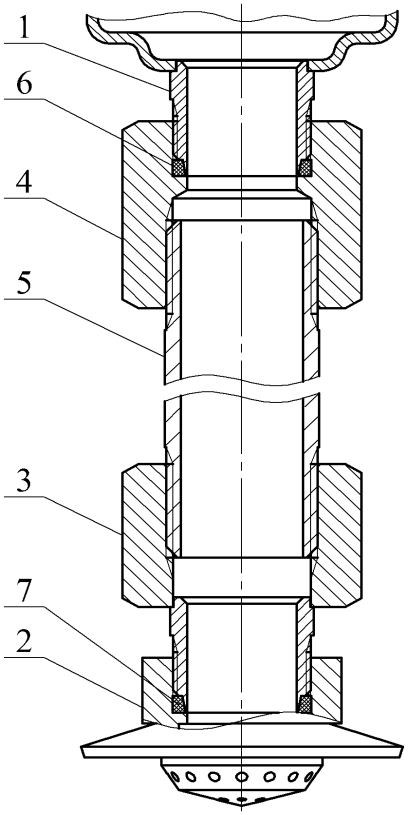

Рисунок 3
ж) по заявке Потребителя (см. рисунок 3):
4.1.3 Для вывода насадка-распылителя в свободную зону через подвесной потолок типа Грильято, Армстронг и т.п. или его перемещения в рабочую зону эффективного пожаротушения при монтаже МУПТВ на потолочном перекрытии высотой более 6 м модуль может быть дополнительно укомплектован удлинителем, соединяющим выпускную горловину МУПТВ **1** с насадком-распылителем **2** (см. рисунок 3).
6.7 При монтаже насадка-распылителя через удлинитель (см. рисунок 3) провести следующие работы. Собрать удлинитель согласно рисунку 3. Перед сборкой на наружные резьбы трубы **5** нанести герметик, например, TEKASIL NEUTRAL PROFI, после чего накрутить до упора переходники **3**, **4**. В зарезьбовые участки отверстий насадка-распылителя **2** и переходника **4** установить резиновые кольца **6**, **7**. На наружную резьбу переходника **3** накрутить до упора насадок-распылитель **2**. Соединить удлинитель через резьбовое соединение с выпускной горловиной МУПТВ **1**. При монтаже необходимо обеспечить перпендикулярное направление оси удлинителя относительно горизонтальной плоскости.